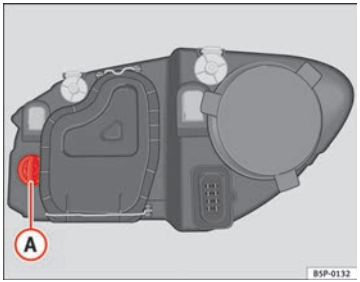

Fig. 183 Turn signal
– Rotate the bulb holder ⇒ fig. 183 (A) to the left and pull.